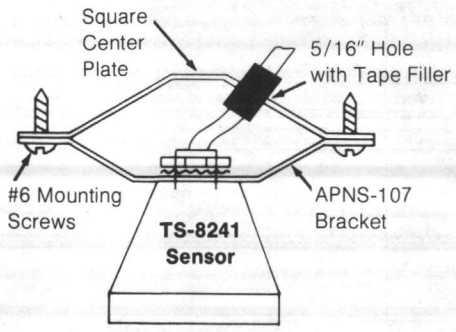
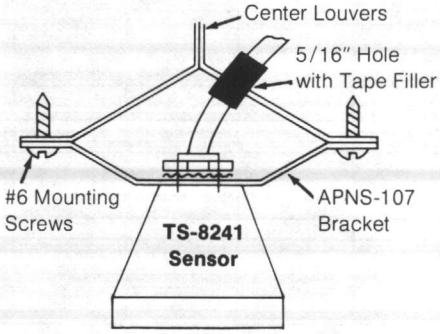

Figure 3
Figure 4
a. Fig. 3. Locate hole center on an angled surface about 5/16″ from an edge of the 1/2″ square so as to avoid drill contact with the welded center plate mounting brackets.
b. Fig. 4. Locate the hole center on one louver about 5/16″ from junction of two center back to back louvers.
a. Fig. 3. Drill two holes near edges of square center plate.
b. Fig. 4. Drill two holes, one each on bottom edge of back to back louvers.
4. Assemble the sensor to APNS-107 bracket as shown in Figs. 3, 4, and 5.
6. Attach APNS-107 as shown in Figs. 3, 4, and 5 using #6 screws.
0	Fig. 3 Fig. 4
3	Fig. 4